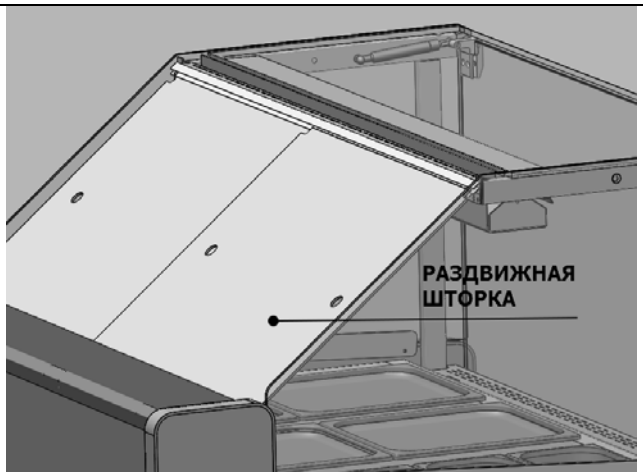

рис. 8
5. Установить между столешницей и суперструктурой раздвижные шторки. Вставить верхний край шторок в направляющие плафона светильника, а нижний край в Ш-образный профиль, закрепленный на столешнице (рис. 8).